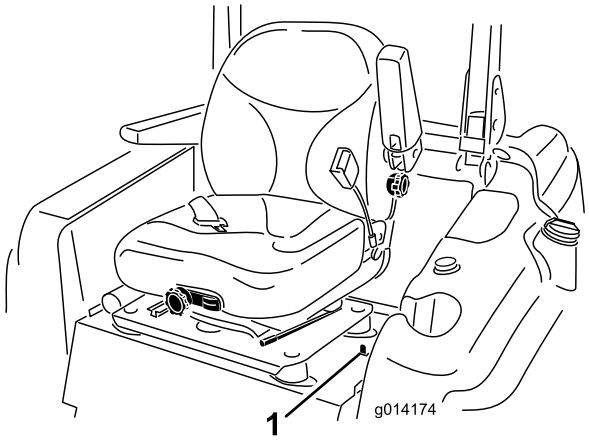

Figure 1
4. Déplacez le verrou du siège, situé sur le côté gauche du siège, vers l'arrière pour déverrouiller le siège et tirez le haut du siège en avant (Figure 1).